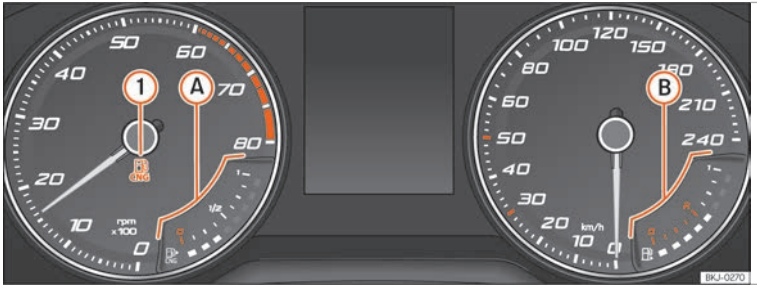

Fig. 68 Analogue instrument panel: natural gas gauge
CNG It lights up green ››› Fig. 68 ①